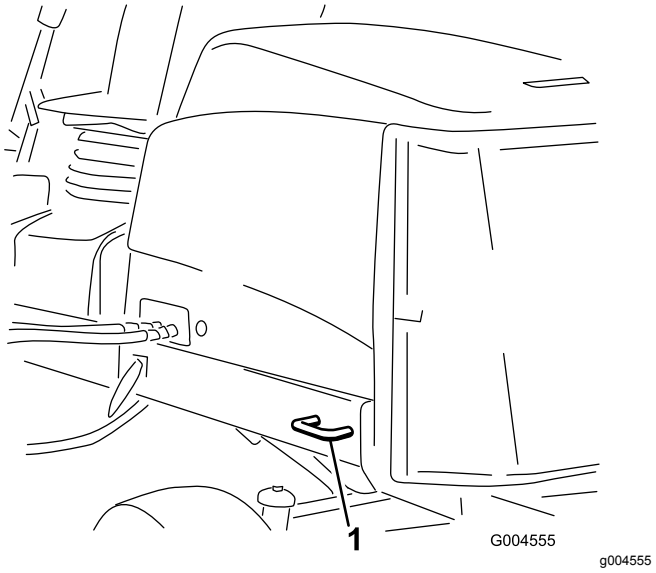

Figur 40
- Bag – på begge sider af maskinen på bagstellet (Figur 40)